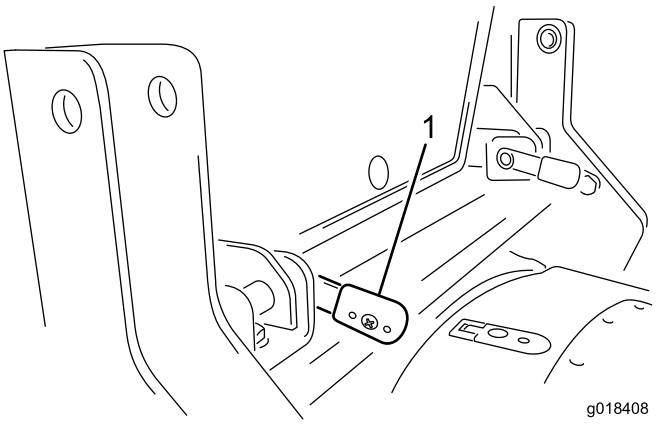

Figura 16
3. Quando as alavancas estiverem totalmente inseridas, rode-as para trás para as bloquear na posição (Figura 16).